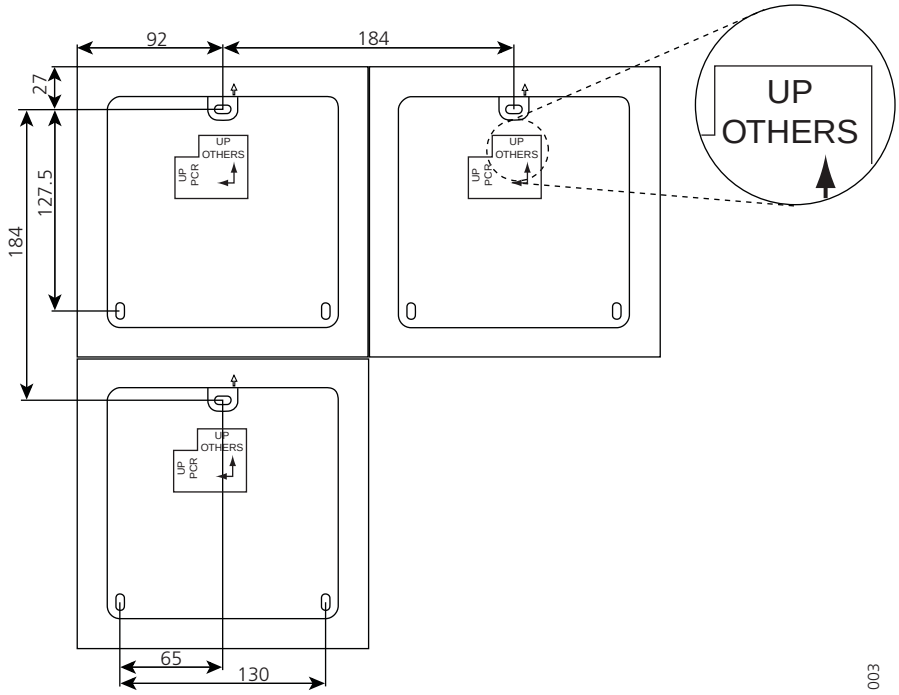

Figure 3. Mounting dimensions in mm. The modules should be mounted with the marking text, "UP OTHERS", upwards.
- Measure and mark out the drill holes by using the dimensions in figure 3. Drill and fasten the modules on the wall with three screws.
Note: The modules must be placed with the marking text, "UP", upwards. See *figure 3* on page 4.
2 Fasten each module on the wall with three screws, see figure 3 on page 4.